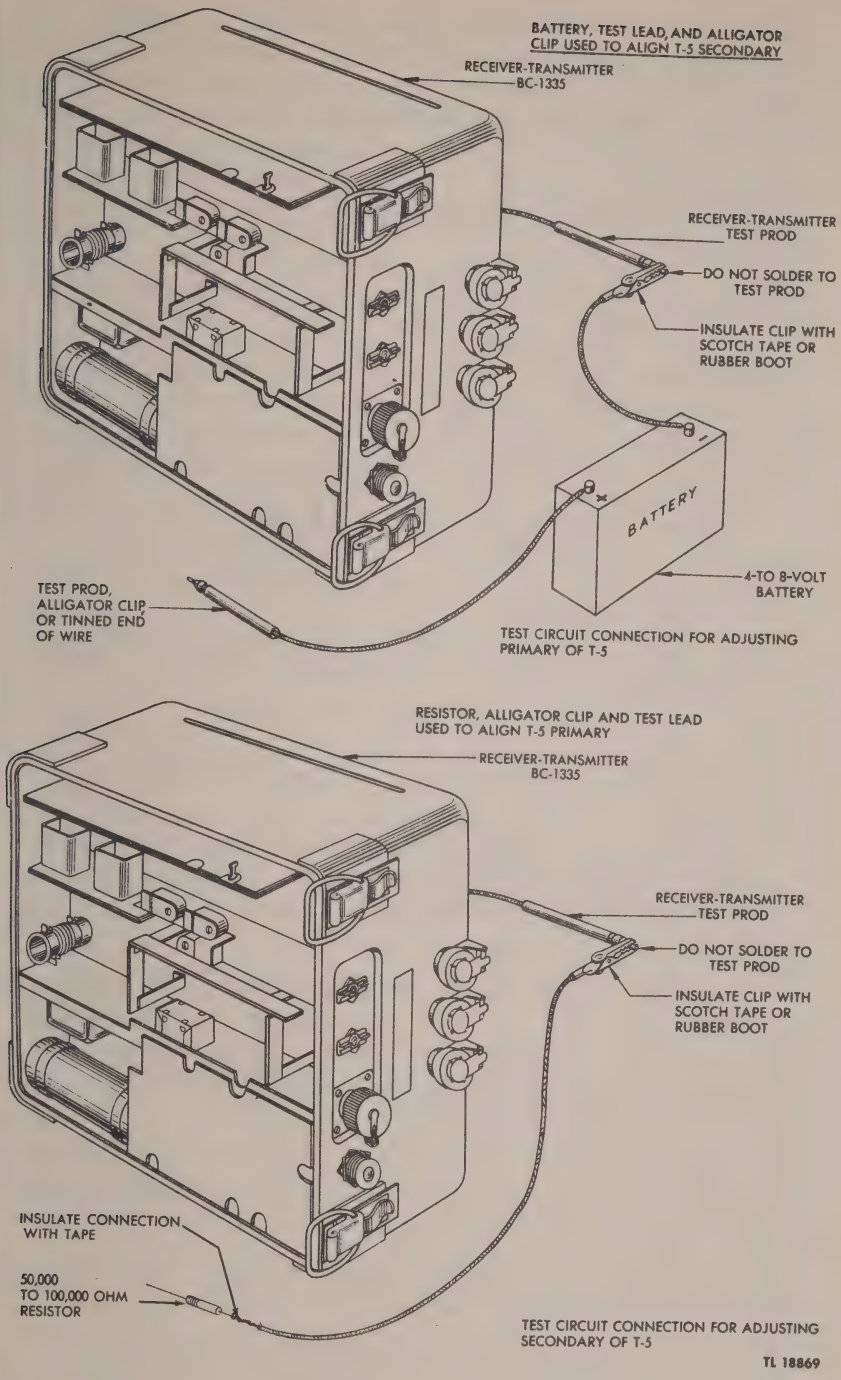

Figure 57. Adapters for using indicator eye tube in alignment.
(7) Readjust primary and secondary of T-2, T-3, and T-4. I-f amplifier is now aligned.
(8) Remove test prod from J-4 and connect to negative terminal of any convenient 4- to 8-volt battery. Connect a wire about 12 inches long to the positive terminal of the battery and connect a test prod to the other end (fig. 57). (Stripping the end of the wire will do in an emergency.) Do not solder to test prod. This will cause prod to bind in pins on J-4. Use clip as shown in figure 57. Connect this test prod to the receiver-transmitter case or chassis and adjust the VOLUME control for a hairline opening on eye tube V-18. Connect the wire or test prod from the test battery to pin No. 3 on discriminator tube V-12. Using full output from Oscillator VO-4-( ), adjust bottom of discriminator transformer T-5 until the eye tube again shows a hairline opening.
(9) Select a convenient resistor between 50,000 and 100,000 ohms resistance and clip the lead from one end so that it is not more than ½ inch long. Connect a 12-inch flexible lead to test prod and to long lead from resistor. Tape all connections (fig. 57). Connect the short lead on resistor (using resistor as a test prod) to center tap on secondary of T-5. With no i-f signal input, adjust the primary tap of T-5 for maximum eye closure. Disconnect wire from test prod.
NOTE: Do not solder to test prod. This will cause prod to bind in pins on J-4. Use clips as shown in figure 57.